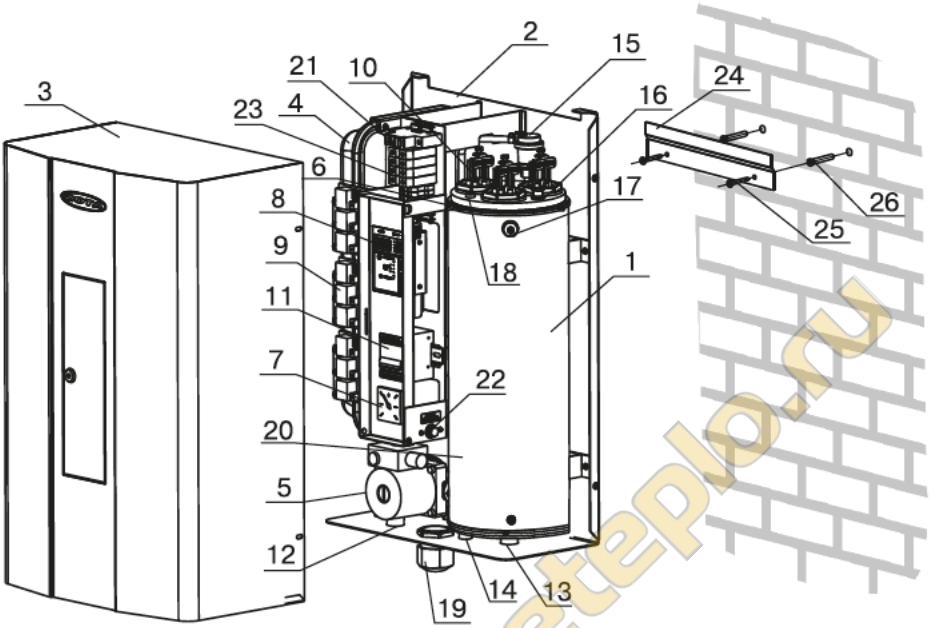

Рис. 1.Конструкция миникотельной и способ ее крепления к стене
5.1. Миникотельная (Рис.1) состоит из корпуса (1) сварной конструкции.
- Закрепить кронштейн крепления на вертикальной поверхности в необходимом месте с помощью шурупов, входящих в комплект и установить на него миникотельную, как показано на Рис.1;
- Открыть кожух (3), предварительно выкрутив четыре винта крепления кожуха;